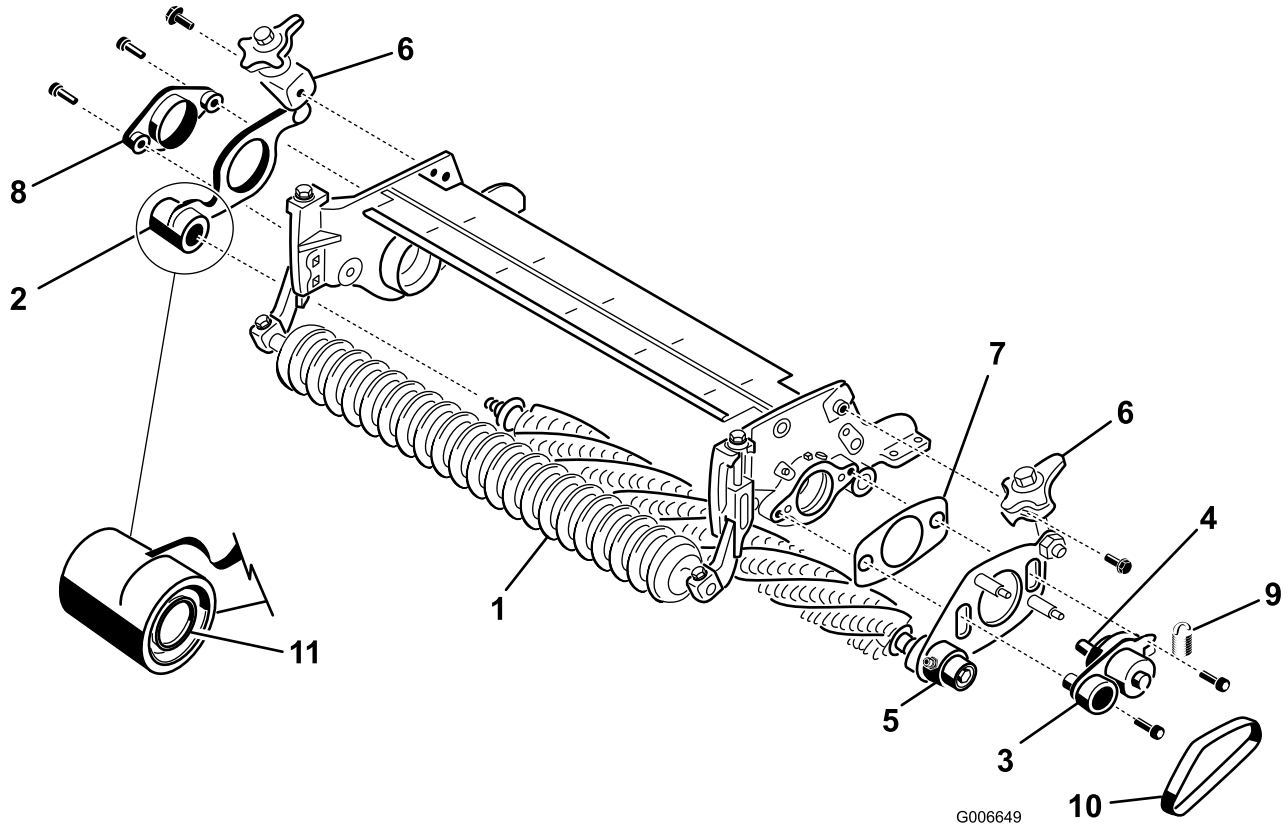

Figura 24
21. En el **lado opuesto a la transmisión** del acondicionador, retire la chapa del acondicionador del eje del acondicionador (Figura 24).
23. En el lado de la transmisión de la unidad de corte, monte el cubo pivotante, la chapa del acondicionador del lado de la transmisión, y el suplemento en la chapa lateral de la unidad de corte con 2 tornillos de cabeza hexagonal de 3/8" x 1" (Figura 24). Aplique Loctite azul a la rosca de los tornillos antes de la instalación.
24. Instale la chapa del acondicionador del extremo opuesto a la transmisión en el eje del acondicionador (Figura 24). Tenga cuidado de que no se desprenda el muelle del retén.
25. Sujete el buje pivotante del extremo opuesto a la transmisión a la chapa lateral de la unidad de corte con 2 tornillos de 3/8" x 1" (Figura 24). Aplique Loctite azul a la rosca de los tornillos antes de la instalación.
27. Monte las palancas de elevación rápida a las chapas laterales con pernos con arandela prensada de 3/8" x 3/4" (Figura 24).
28. Instale la correa del acondicionador en las poleas (Figura 24). Asegúrese de que los nervios de la correa están correctamente asentados en las ranuras de cada polea.